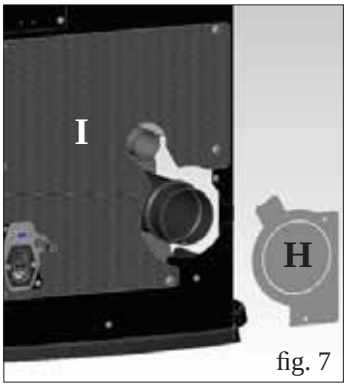
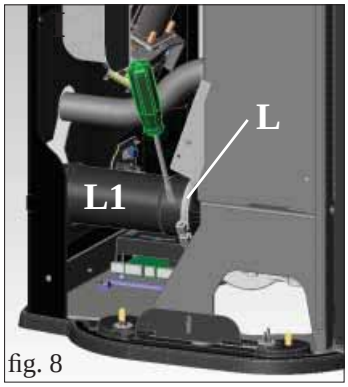

fig. 7
fig. 8
- Enlever le plan supérieur en verre en appui (H - fig. 7).
- Enlever le côté en acier, fixé à la structure de la poêle avec 2 vis (X - Fig. 7) pour enlever, tirant vers le haut (I - Fig. 8).
- Enlever le diaphragme (H - fig. 7) et, en cas de nécessité, même la partie arrière inférieure percée (I - fig. 7).
- Desserrer le collier (L - fig. 8) et enlever le tuyau de sortie des fumées (L1 - fig. 8).